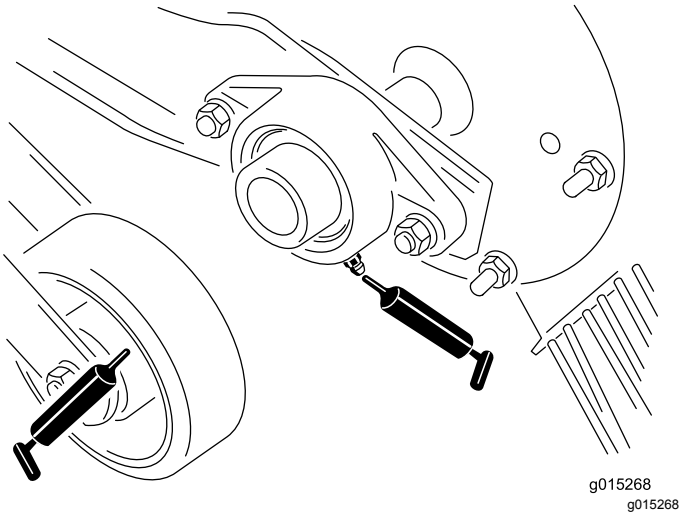
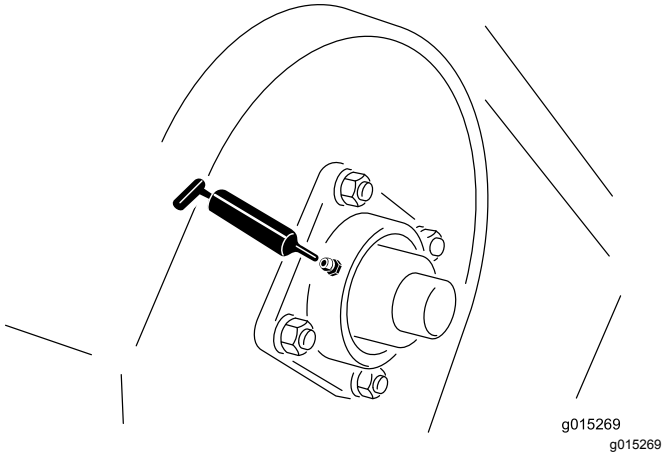
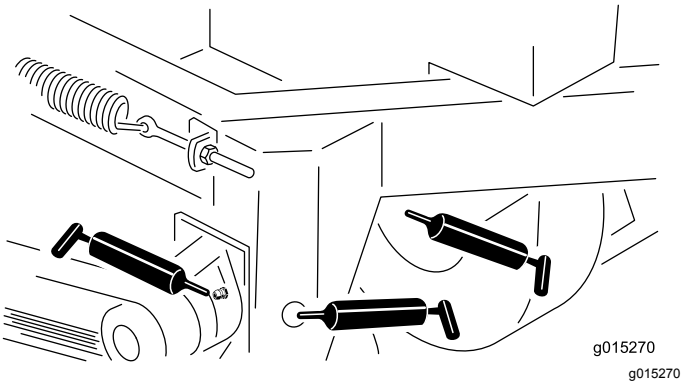

Figura 11
Figura 12
Figura 13
2. Pompate grasso nel cuscinetto o nella boccola (Figura 11, Figura 12 e Figura 13).